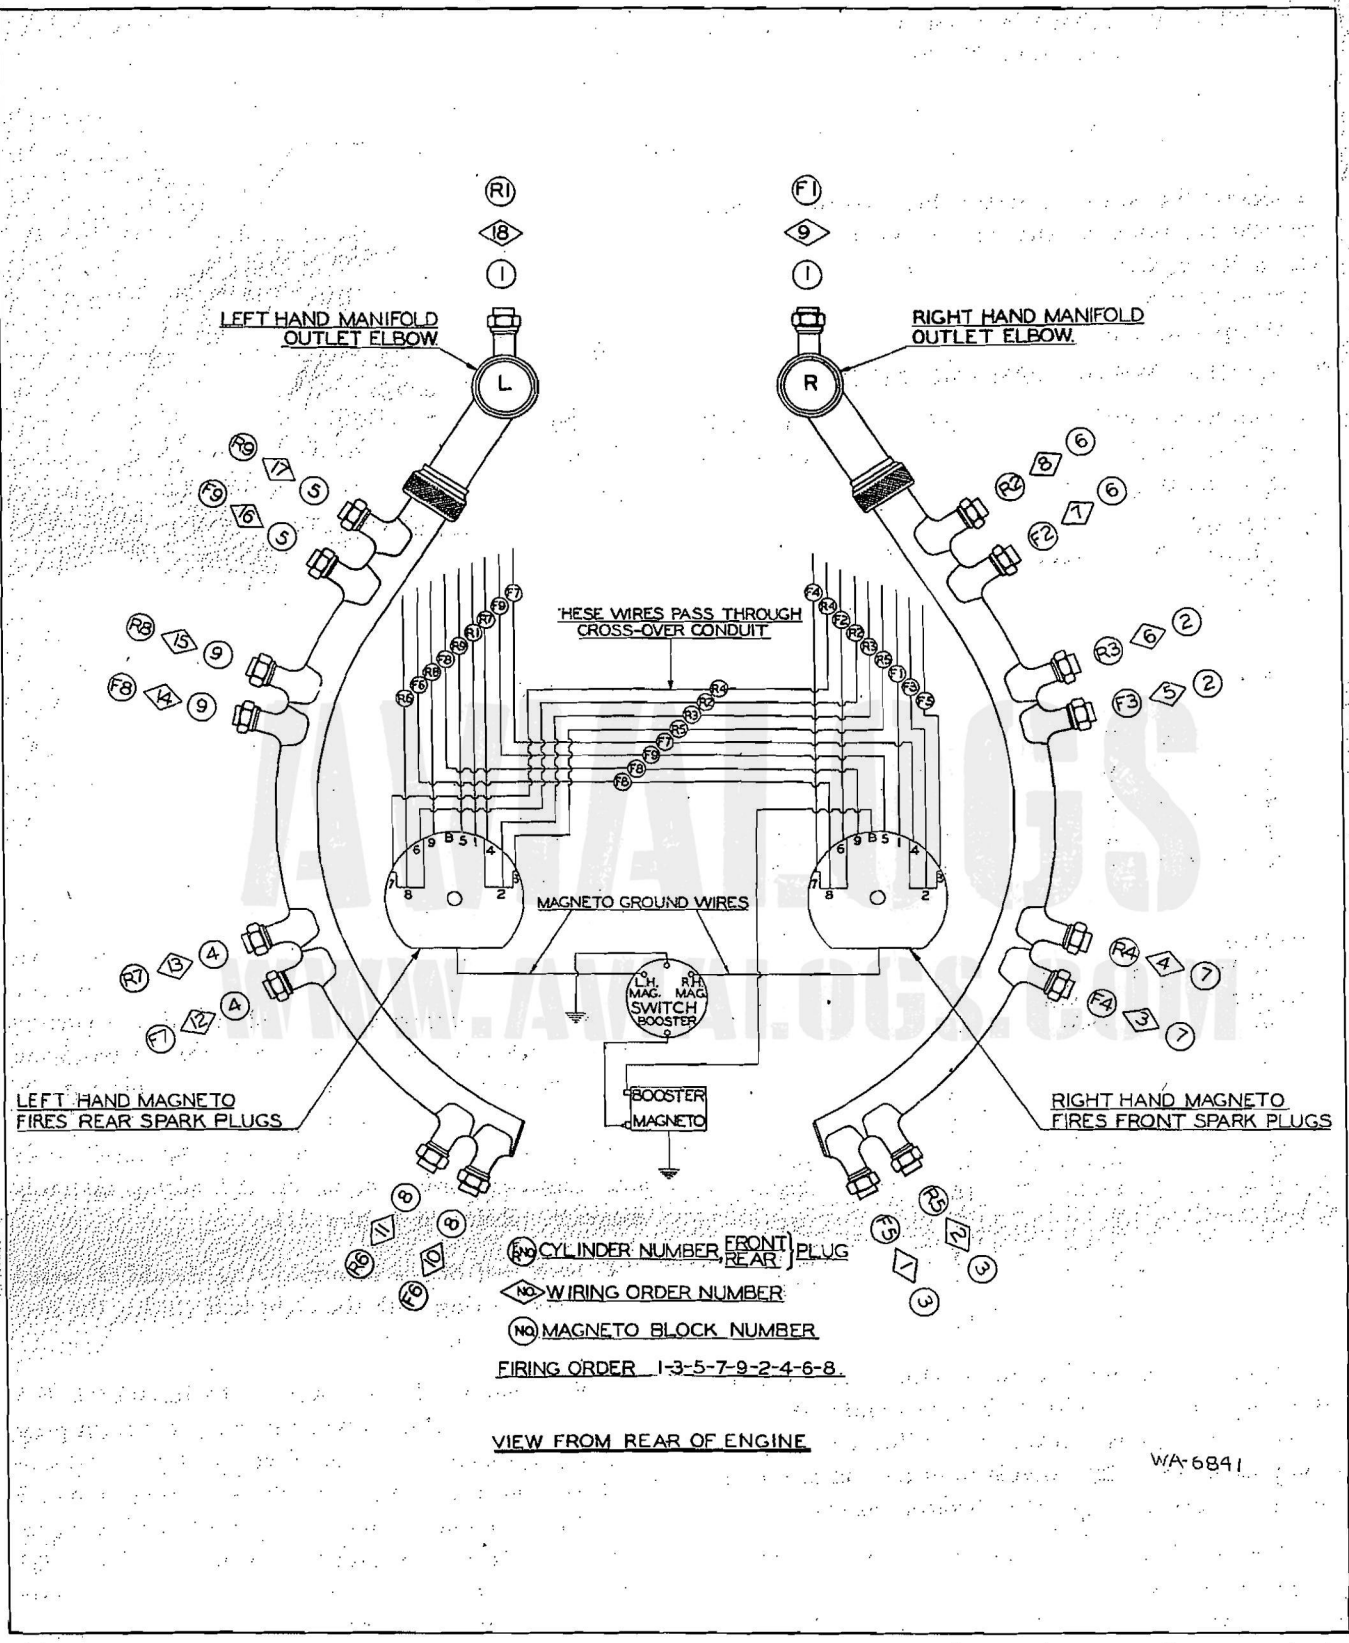

Figure 221—Ignition Wire Diagram
c. The use of powdered talc or powdered mica is recommended as an aid when feeding the wires through the manifold, the talc or mica acting as a lubricant will allow the wires to slide more easily over each other. Apply the talc or mica to each wire before entering it in the manifold as follows: Place some talc or mica in a receptacle and while holding a portion of the wire submerged with the fingers of one hand draw the complete length of the wire through the powder with the other hand. As each cable is treated with powdered material, feed it into the manifold in the numerical order shown on the wiring assembly diagram. Refer to Figure 221.
e. For example the first wire to be installed is F 5 or that one leading from No. 3 block to the front plug of No. 5 cylinder. The second wire is R 5 or that one leading from block No. 3 to the rear plug of No. 5 cylinder. F 4 and R 4 wires follow next and this procedure should be continued according to Figure 221 until all wires are in place. Push the wires through the large opening in the manifold marked "R." As the installation of each wire is completed, install a
h. Screw the magneto outlet adapter front flange on the long conduit and push the wires with markers through the conduit. Attach the long conduit to the right half of the manifold ring. Determine which wires pass through the magneto outlet adapter rear elbow for attachment to the left hand magneto and which pass through the bottom of the outlet adapter for attachment to the right hand magneto. Refer to Figure 221. Insert the wires through their respective locations and attach the magneto outlet adapter front flange, adapter outlet, and rear elbow together, using the long through bolts.
i. Wire the left half of the manifold in the same manner, starting with ignition wire No. 10 and passing out through the outlet marked "L." Refer to Figure 221.